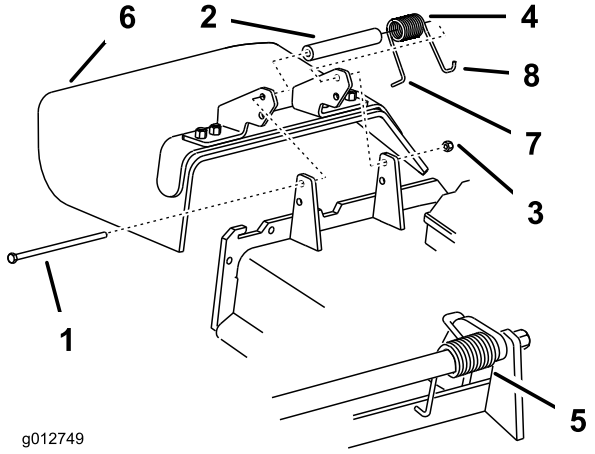

Figur 90
1. Fjern låsemøtrikken, bolten, fjederen og afstandsklodsen, som fastgør græsdeflektoren til akselbeslagene (Figur 90). Fjern den beskadigede eller slidte græsdeflektor.
Bemærk: Sørg for, at fjederens **L**-formede ende sidder bag skjoldets kant, før bolten monteres som vist i Figur 90.
3. Monter bolt og møtrik. Placer fjederens **J**-formede ende omkring græsdeflektoren (Figur 90).